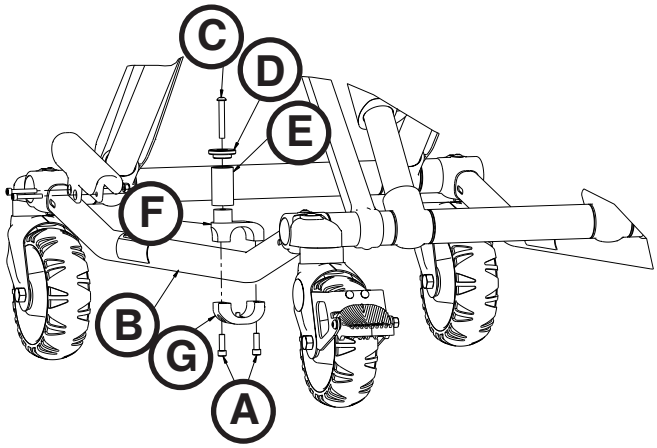

Figur 72
3. Avlägsna de två insexskruvarna (A) som håller fast den nuvarande hållstolpen vid basröret (B) (Figur 72) med hjälp av en T30 torxskruvmejsel. Kassera skruvarna och bårvagnens hållstolpe.
4. För in insexskruvarna (C) genom hållstolpens hylsa (D) och stolprör (E) och sedan in i det övre stiftfästet (F) (Figur 72).
5. Skruva åt insexskruvarna (C) helt för att fästa hållstolpens hylsa (D) och stolprör (E) vid det övre stiftfästet (F) med hjälp av en 5/32" insexnyckel (Figur 72). Använd en momentnyckel för att dra åt alla skruvar till 11,3–15,8 Nm (100–140 in-lb).
6. Montera bårvagnens hållstolpe tvärsöver basröret. Rikta in fästets hål och för in två insexskruvar (A) i de gängade hålen i det undre stiftfästet (G) (Figur 72).